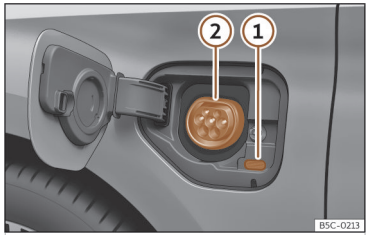

Fig. 56 Detrás de la tapa de carga de la batería en la parte delantera izquierda: Toma de carga.
››› **fig. 56**
- Con el vehículo desbloqueado, al presionar la tapa de carga de la batería esta se abre ››› **fig. 56**.